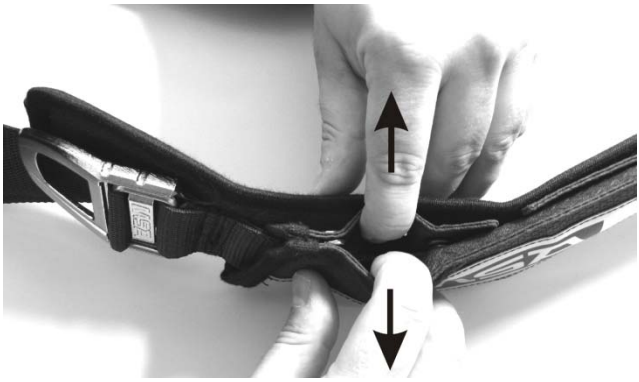

Fig. 25 "Pull-The-Dot" drukknop
(3) Sluit de cilinderafsluiter(s) en laat lucht ontsnappen uit het pneumatisch systeem met behulp van de ademautomaat.
(4) Draai voor ademluchtcilinders met *alphaCLICK 2* het handwieltje op de koppelingskant (pijl 1) eerst met de wijzers van de klok mee (→ Fig. 25) en dan, wanneer deze gesloten is en stopt, omlaag richting reduceerventiel (pijl 2).